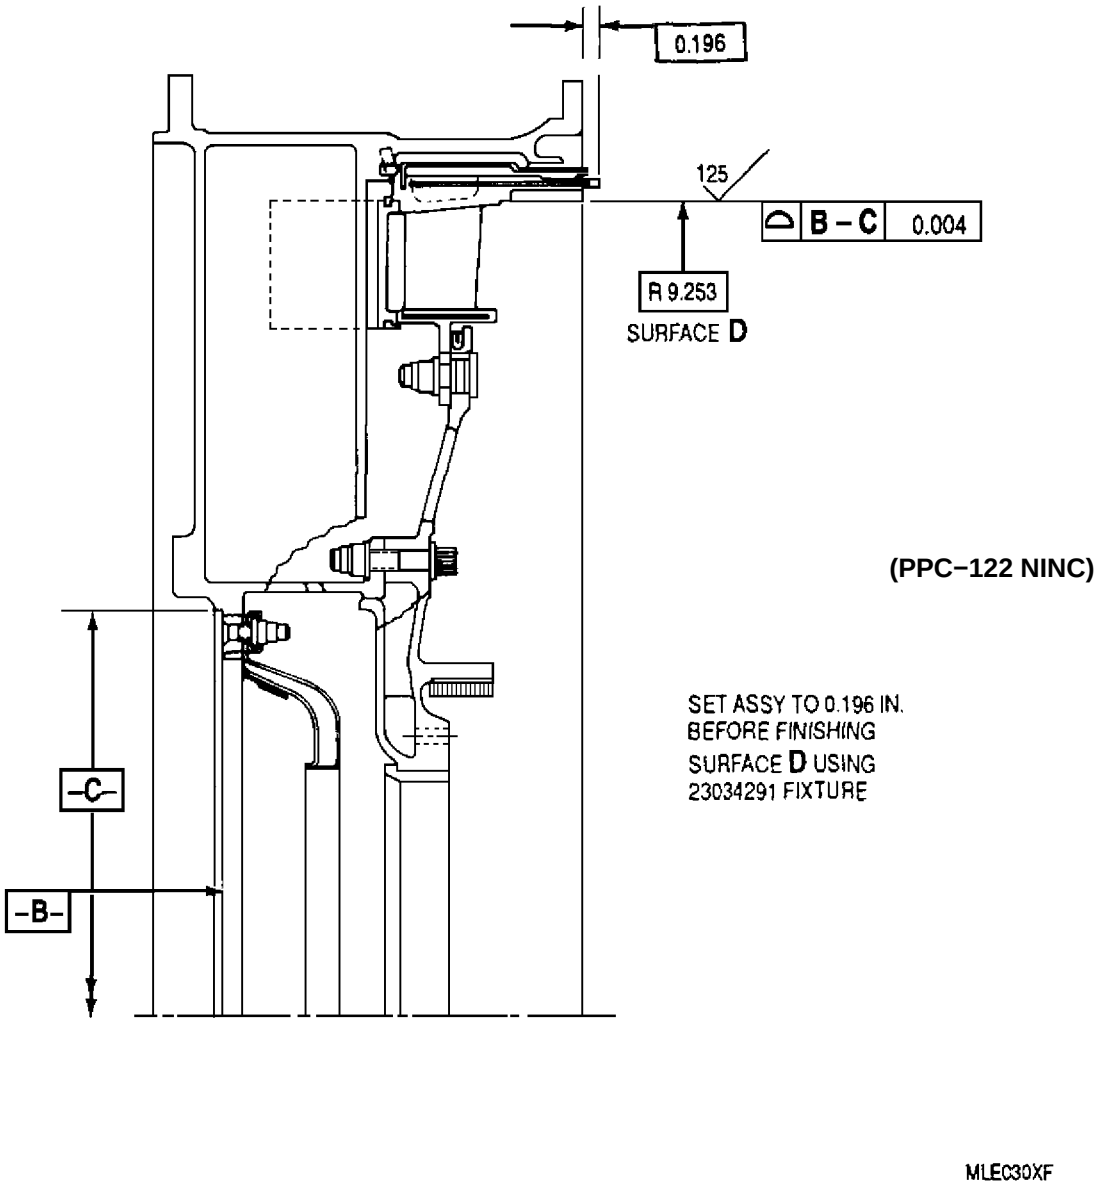

Figure 4. First−Stage Turbine Inlet Assembly − Machining Vane Blade Track Radius (Sheet 1)
a. Grinding of first-stage turbine vane metal blade tracks is to be accomplished per Figure 4. (sheet 2). Blade track radius to be 9.267 (±0.002). Grind blade tips to achieve a radius of 9.233 (±0.002). After grind blade tip radial clearance shall be 0.034 (±0.004) at the leading edge and 0.039 (±0.004) at the trailing edge.